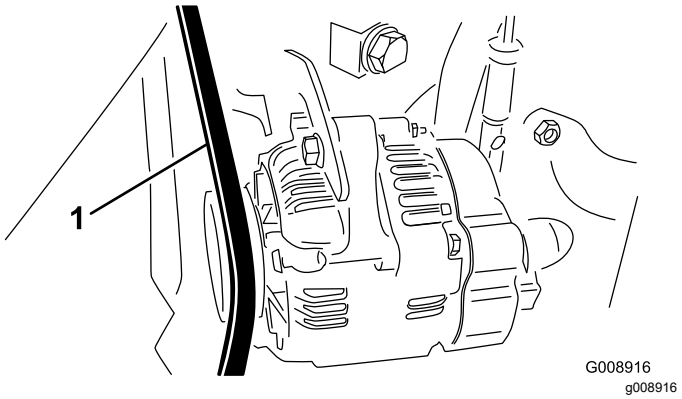

**Figur 71**
2. Kontroller spenningen ved å trykke ned remmen midt mellom generatoren og veivakselrullene, med en kraft på 30 N·m (Figur 71).